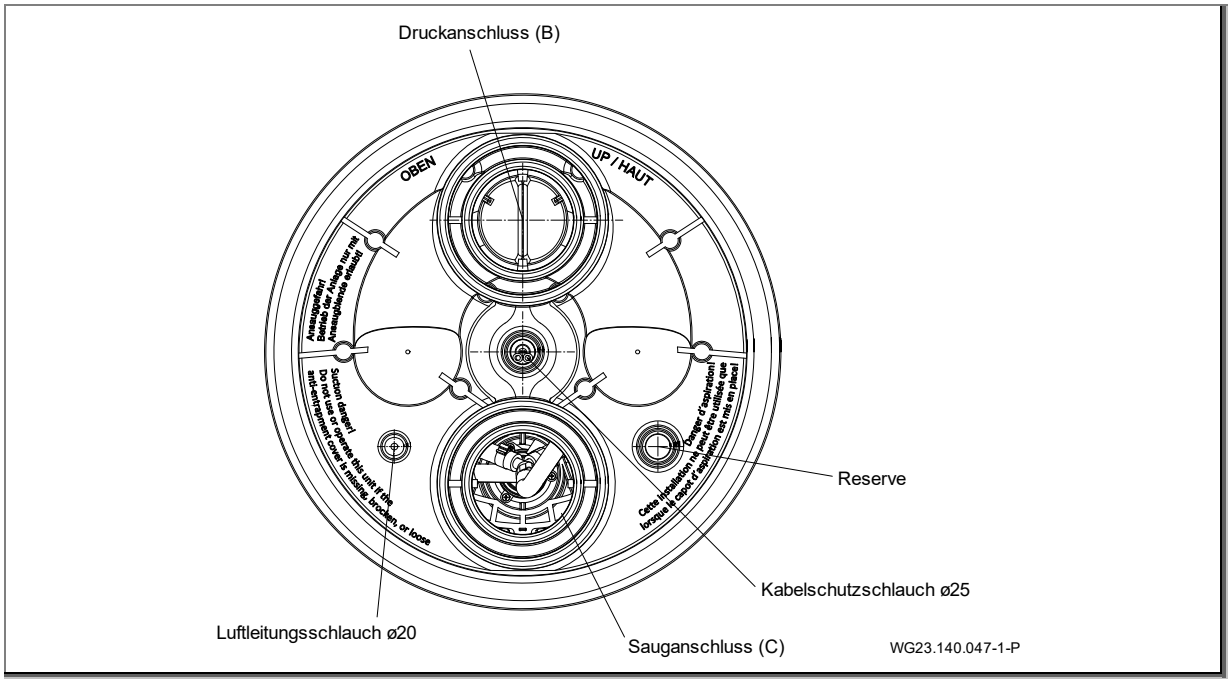

Abb. 17
1. Einkleben des Kabelschutzschlauches und des äußeren Luftleitungsschlauches. (Abb. 17)